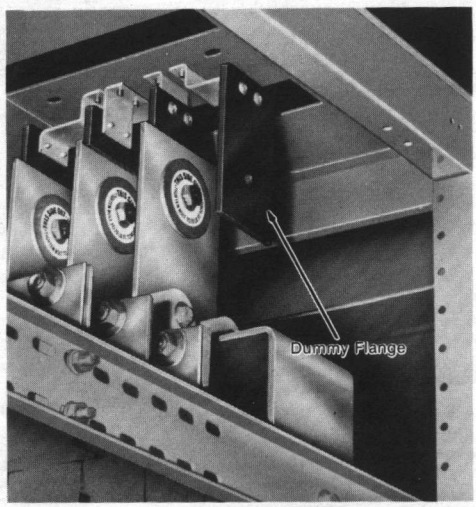

Figure 15
1. From inside the switchboard remove the ½" bolts and conical washers that fasten the bus bar flanged end to the busway dummy masonite flanges (See Figure 15).
4. Install the actual busway flanged end to the bus bar flange connectors provided in the switchboard (See Figure 15). The flanges should be inserted between the switchboard bus bar flange connectors so that the mounting holes in the collar of the flanged end are aligned with the pre-drilled holes in the switchboard enclosure.